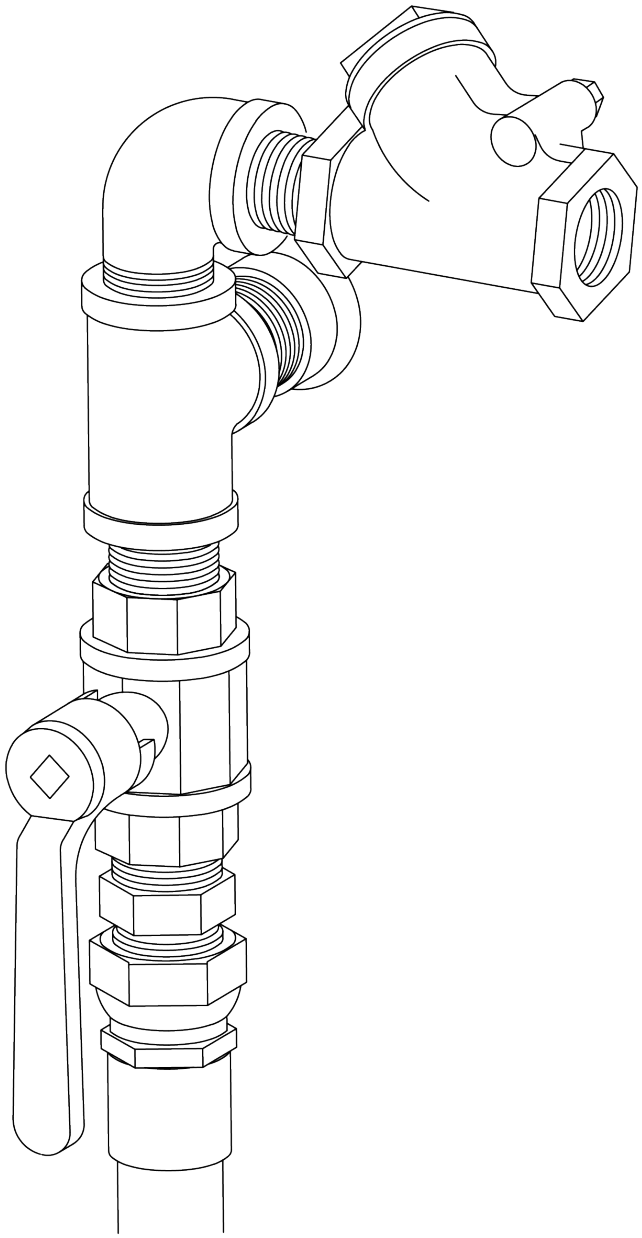

FIGURE 10
4.6.1 | Keep choke valve, see **Figure 10**, fully open during blasting (handle aligned with piping).